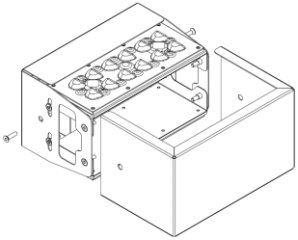

Рисунок 4. Снятие защитного кожуха
5.2. Снимите защитный кожух (см. рисунок 4).